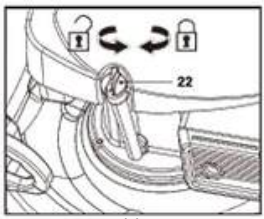

Abb. 8
1. Schrauben Sie den Öltankdeckel (22) ab und nehmen Sie ihn ab (Abb. 8).